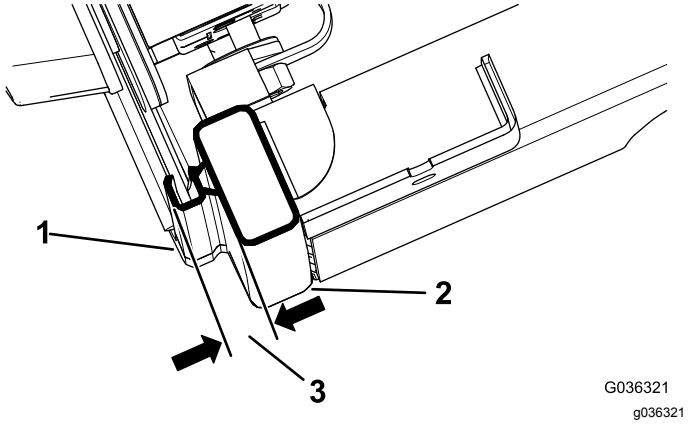

Figur 5
3. Stäng dörren helt och mät höjden på O-listen till tätningsytan på hyttstången och säkerställ att måttet är mellan 1,9 och 2,2 cm i enlighet med Figur 5.